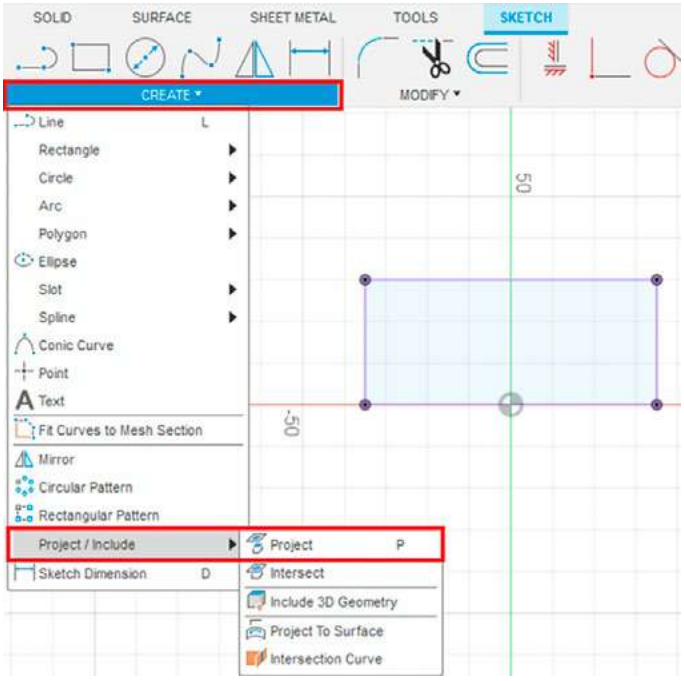

Рис. 14. Проецирование тела на эскиз
7.1. Спроецируйте тело корпуса на новый эскиз. Во вкладке CREATE выберите операцию PROJECT/INCLUDE. Далее укажите на тело корпуса и нажмите OK. На эскизе (рис. 14) должны появиться спроецированные линии (сиреневого цвета).